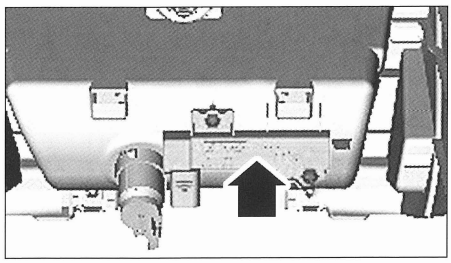

FIG. 45
- el conmutador de intermitencias de emergencia (2).
- el módulo de apertura sin llaves (según equipo) (fig. 45).